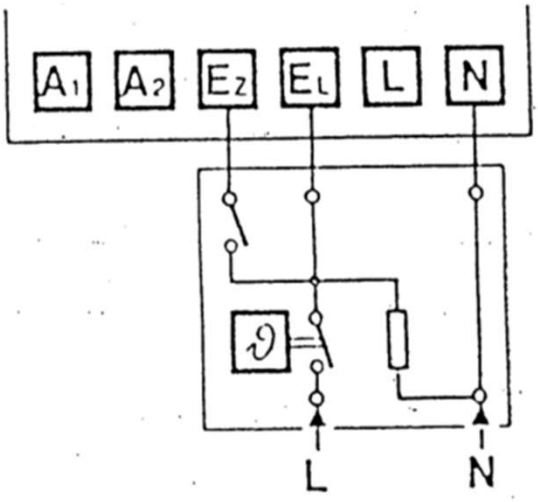

Fig. 9
- *de overbrugging EZ-EL moet verwijderd worden met de thermostaat TMAD 18 (zie fig.9)*